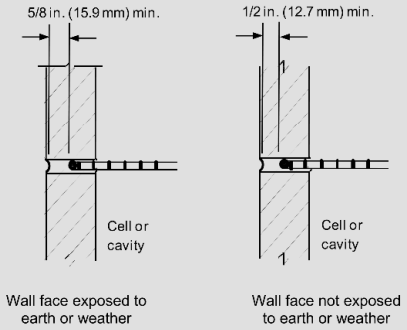

*Figure SC-12 Joint Reinforcement Cover Requirements*
10. *Joint reinforcement* — There must be a minimum protective cover for the joint reinforcement as shown in Figure SC-12. Deeply tooled mortar joints, which provide inadequate protective cover for joint reinforcement, should be avoided.